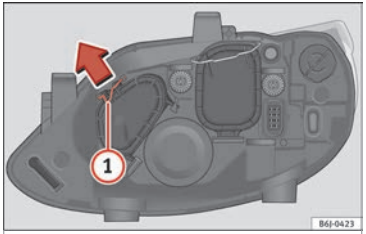

Fig. 180 Side lights.
– Move the loop ① in the direction of the arrow and remove the cover ››› Fig. 180.